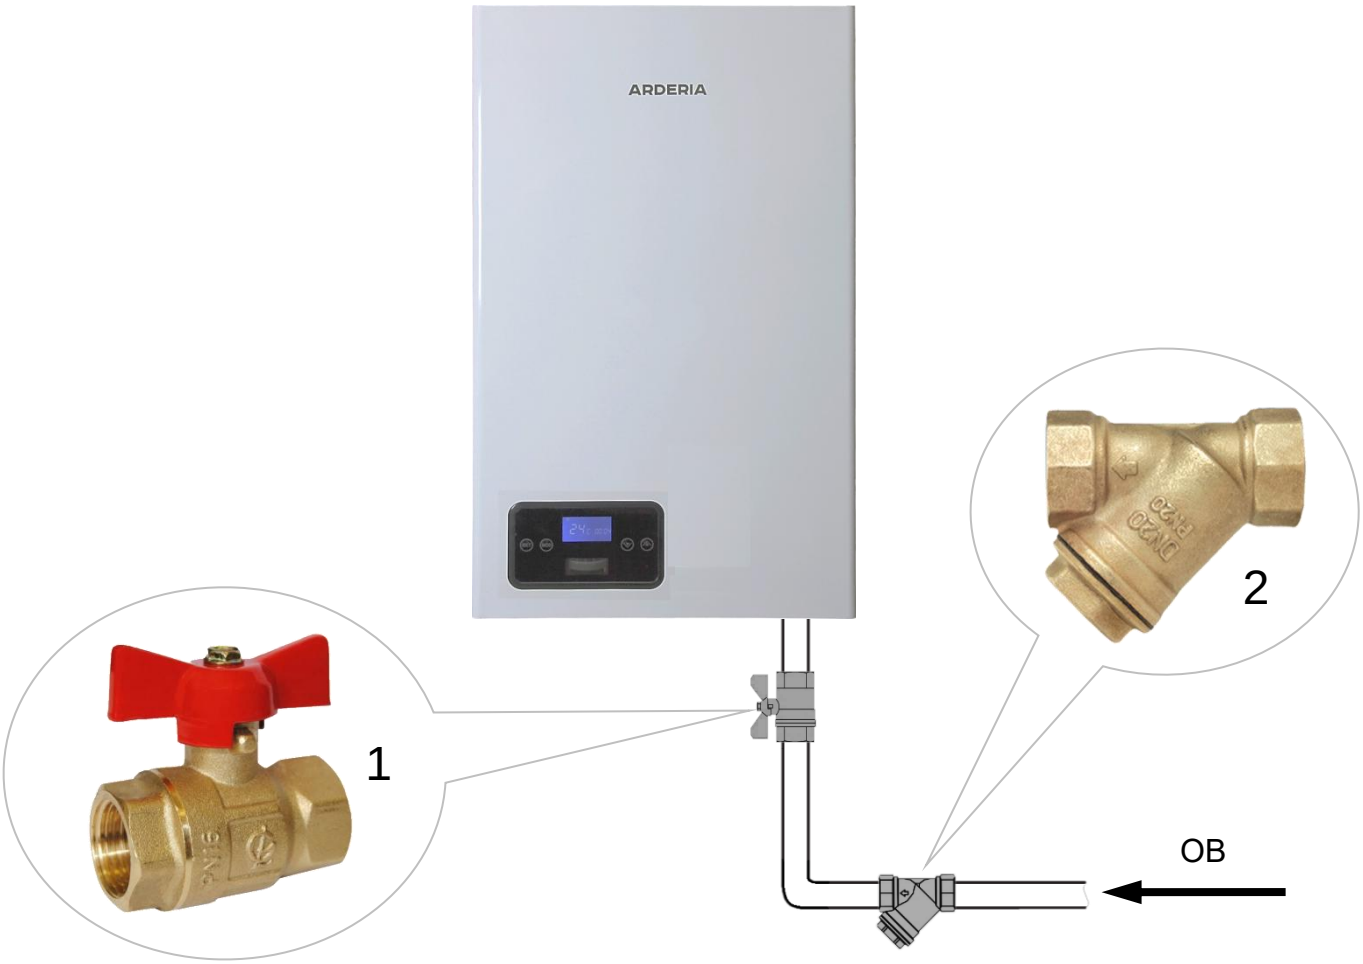

Рис. 19 Монтаж труб системы отопления
- Для осуществления ТО электрокотла, **рекомендуется** перед присоединительными патрубками котла установить запорные краны, которые **должны** быть расположены так, чтобы их поворотные ручки были доступны (См. Рис. 19).
- **Настоятельно рекомендуется** на обратном трубопроводе СО, на входе ОВ в электрокотёл установить косой сетчатый фильтр для очистки ОВ от нежелательных примесей и отложений (См. Рис. 19). Рекомендуется устанавливать фильтр с сеткой (фильтрующим элементом), у которой размеры ячеек 300-500 микрон.